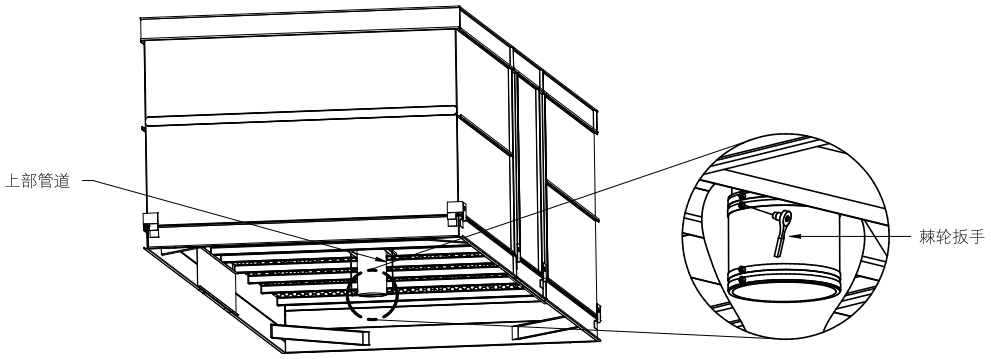

图 8 — 箱体段的底部进水管
4. 拧紧所有管道夹。推荐使用棘轮扳手（如**图8**所示）。